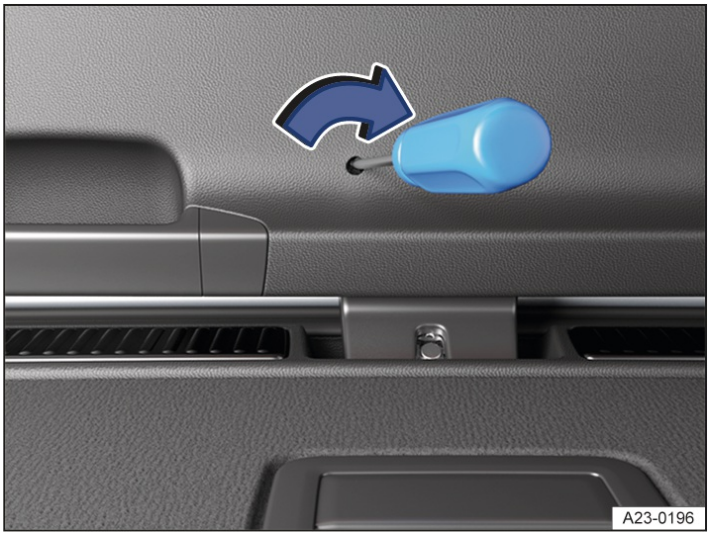

Fig. 2 In the trunk lid: emergency release for the trunk lid.
2. To unlock the trunk lid, insert a suitable object into the opening in the release lever and move it across in the direction of the arrow → *fig. 2*.